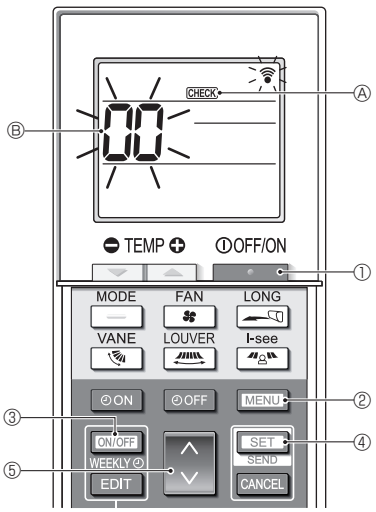

Fig. 7-6
7.3.2. Para controlador remoto inalámbrico (Fig. 7-6)
■ **Autocomprobación (Fig. 7-6)**
1. Pulse el botón [ ] ① para detener el acondicionador de aire.
- Si el temporizador semanal está activado (se muestra WEEKLY), pulse el botón [ON/OFF WEEKLY] ③ para desactivarlo (no se muestra WEEKLY).
2. Pulse el botón [MENU] ② durante 5 segundos.
3. Pulse el botón [▲▼] ⑤ para seleccionar la dirección del refrigerante (dirección M-NET) Ⓑ de la unidad interior para la que desea realizar la autocomprobación.
4. Pulse el botón [SET] ④.
5. Pulse el botón [ ] ①.